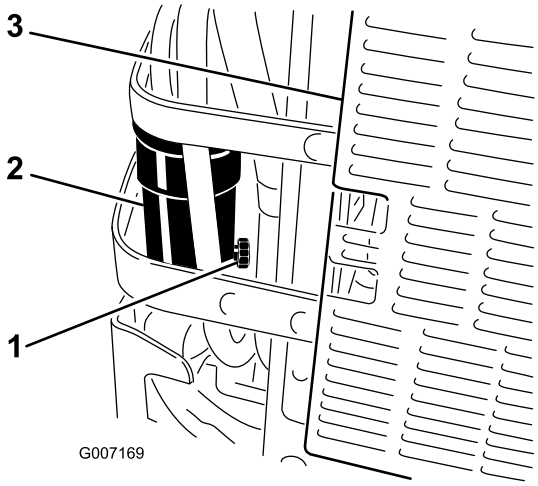

Figur 48
6. Öppna avtappningspluggen på vattenseparatorn ca ett varv och tappa ut vatten och andra föroreningar (Figur 48).
7. Stäng tömningsventilen när det bara är dieselbränsle som rinner ut (Figur 48).